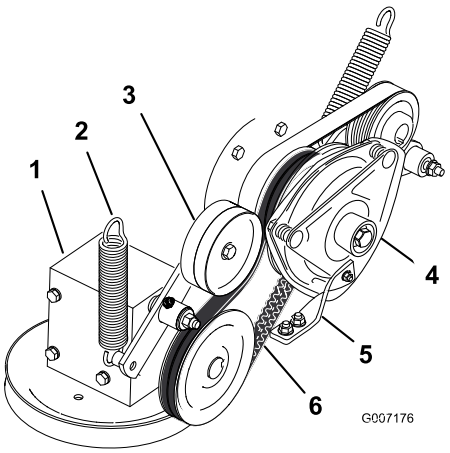

Figur 61
4. Tag fjederen af styrearmen (Figur 61).
7. Monter kraftudtagets drivrem omkring koblingens remskive og gearkassens remskive (Figur 61).
9. Monter fjederen på styrearmen (Figur 61).